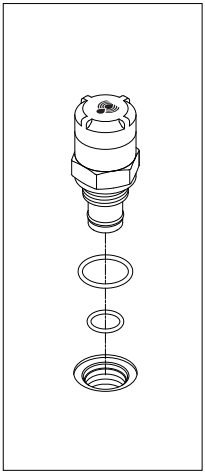

fig. 14
- (Fig. 14) Sostituire gli O-ring del corpo indicatore.